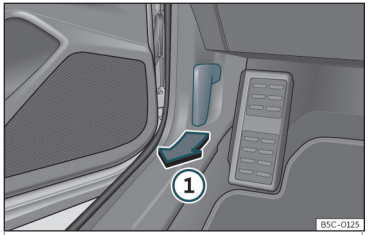

Fig. 201 Leva di sblocco nel vano piedi del lato conducente.
- Aprire la porta e tirare la leva posta al di sotto del cruscotto>>> **fig. 201** ①.